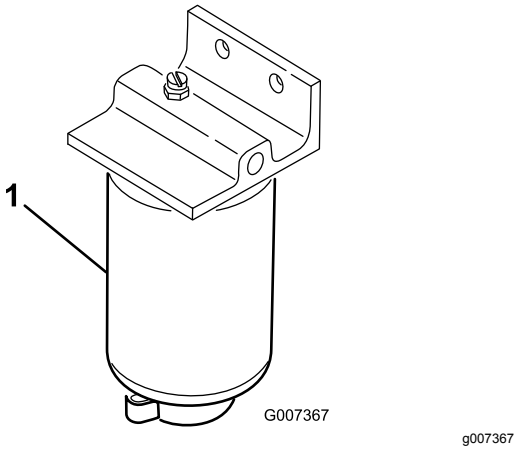

Rysunek 58
1. Pod filtr paliwa podstaw czysty pojemnik (Rysunek 58).